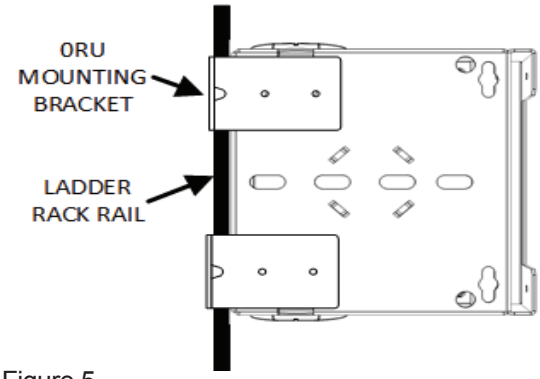

Figure 5
3) Hang the assembled unit over the ladder rack side rail as shown in Figure 5.